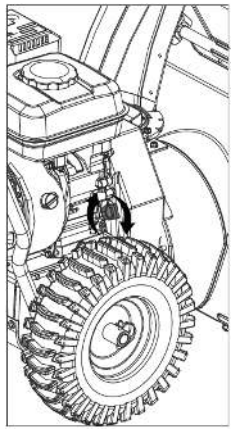

Рис. 5
3. Установите щуп в маслозаливную горловину, не закручивая его (Рис. 5).